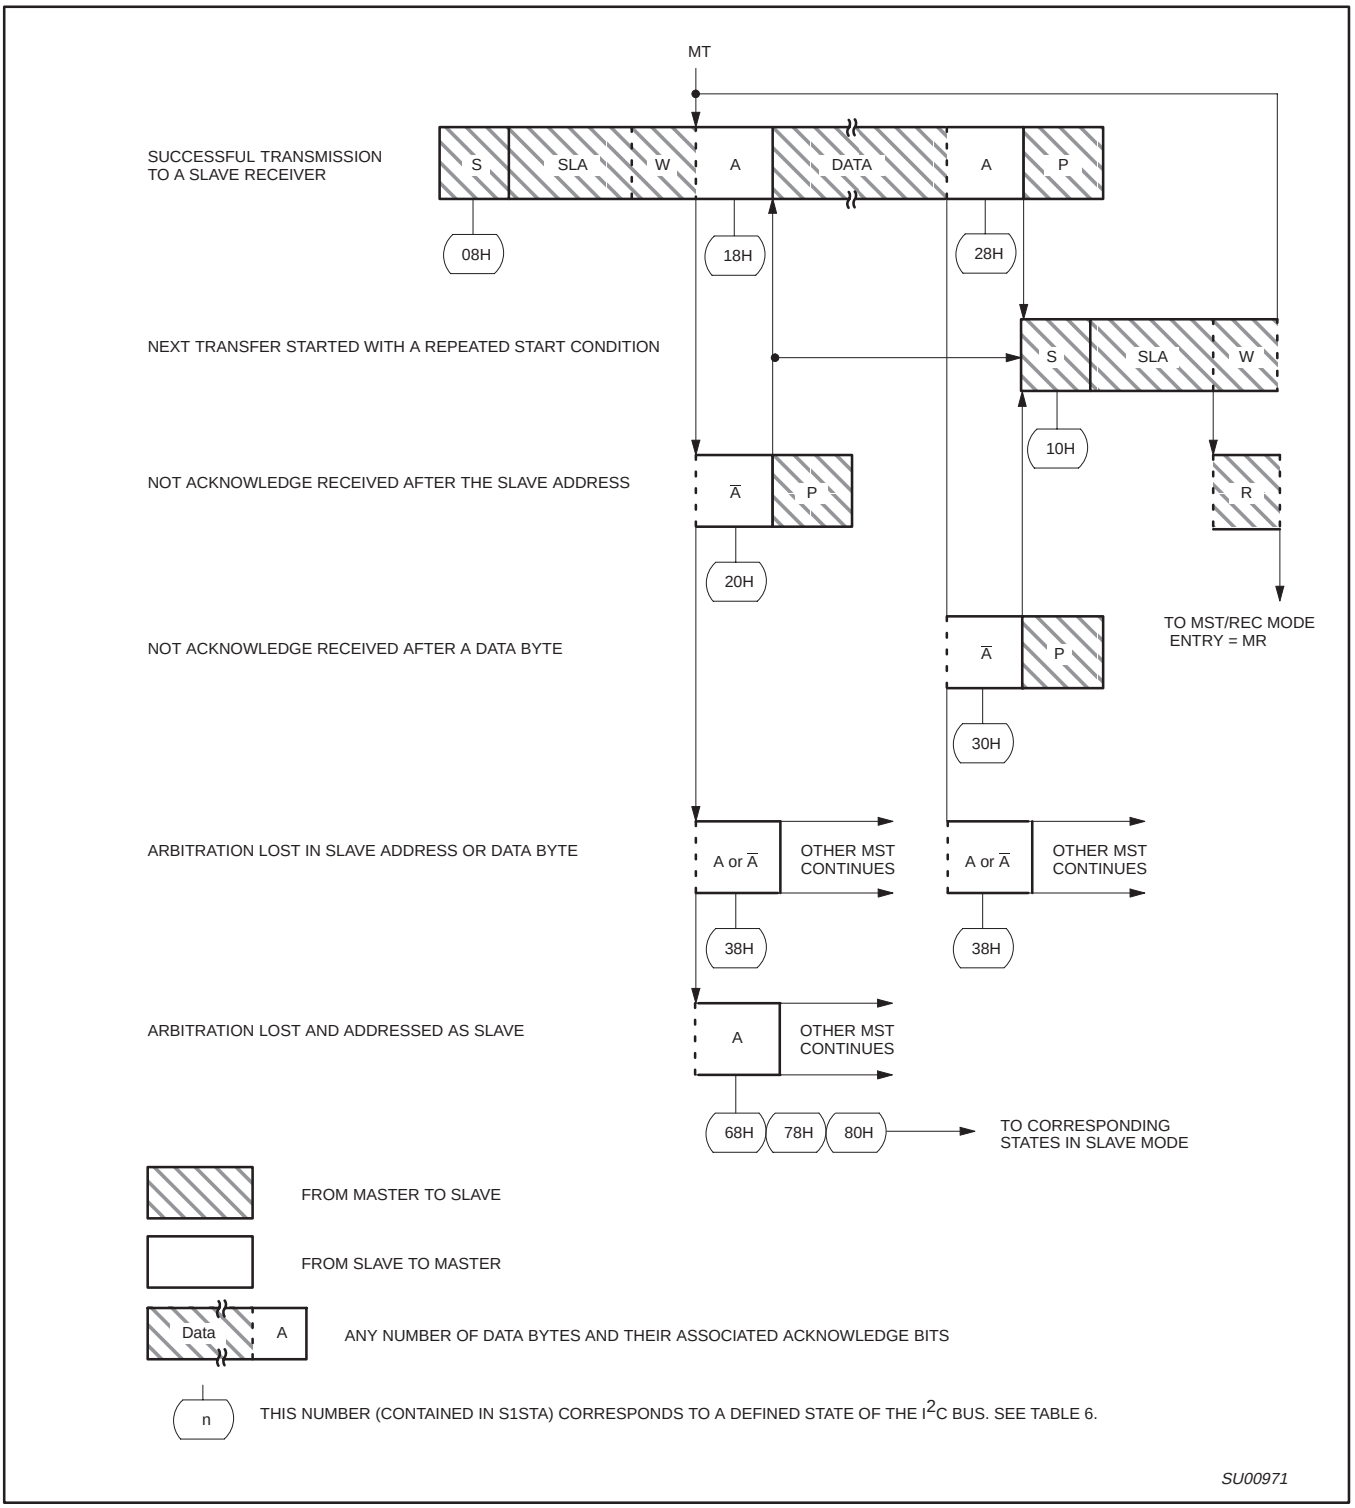

**Figure 40. Format and States in the Master Transmitter Mode**
Data transfers in each mode of operation are shown in Figures 40–43. These figures contain the following abbreviations:
**Master Transmitter Mode:** In the master transmitter mode, a number of data bytes are transmitted to a slave receiver (see Figure 40). Before the master transmitter mode can be entered, S1CON must be initialized as follows: